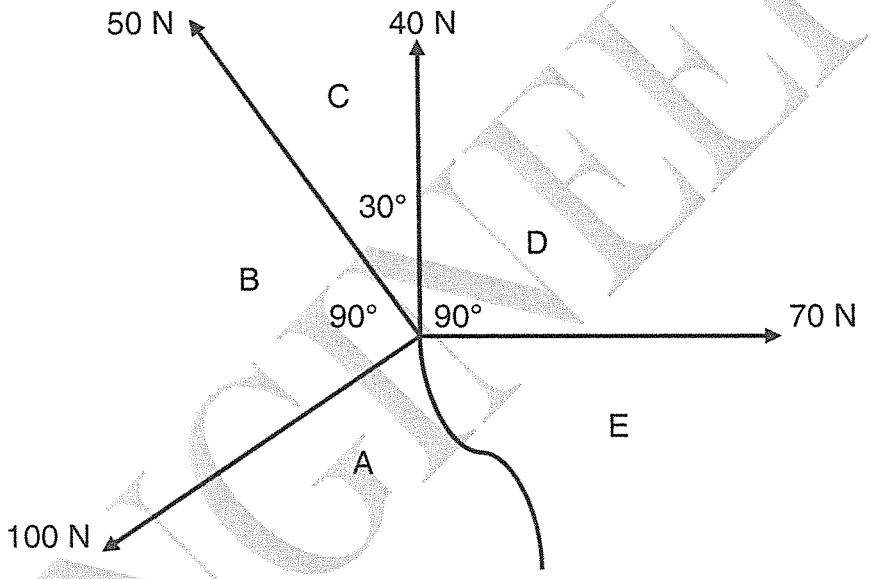

FIGURE 3
6.2 FIGURE 3, ADDENDUM A (attached) shows four forces acting on a pin.